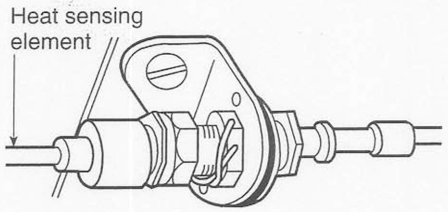

Figure 18-16. *Correct attachment of a fire-detector loop to the aircraft structure*
- Check for loose nuts or broken safety wire at the ends of the sensing elements. Follow the manufacturer's instructions regarding the torque to be used on the nuts, and the types of washers, if any, to be used. *See* Figure 18-16.